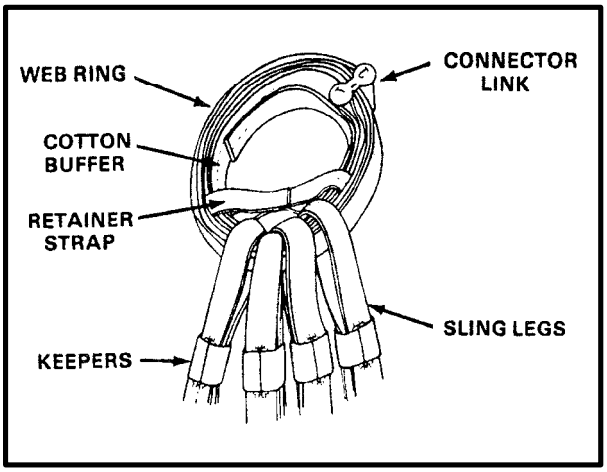

*Figure 6-18. Legs Assembled on Web Ring*
**a. Nylon Web Ring.** The nylon web ring has a maximum capacity of 15,000 pounds. Figure 6-18 shows that the web ring is held together by a connector link. A cotton/nylon buffer, sewn on the inside of the nylon web strap, helps prevent wear to the ring. There are also cotton/nylon buffers sewn to the inside of each end of the sling leg. Figure 6-18 shows the four legs attached to the web ring. Notice how the nylon loops of the sling leg are positioned under the retainer strap to prevent the legs from moving around the web ring.